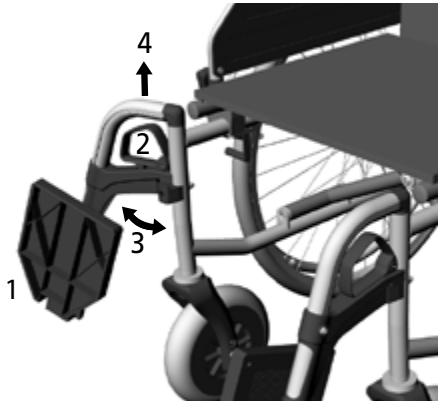

afb.9
2. Trek de vergrendelingsgreep naar boven (2, afb. 9).
3. Draai de beensteunen naar de zijkant (3, afb. 9).
4. Als u de beensteun wilt verwijderen: Pak de beensteunen aan het horizontale deel van de buis en trek de beensteun naar boven uit de geleider (4, afb. 9).